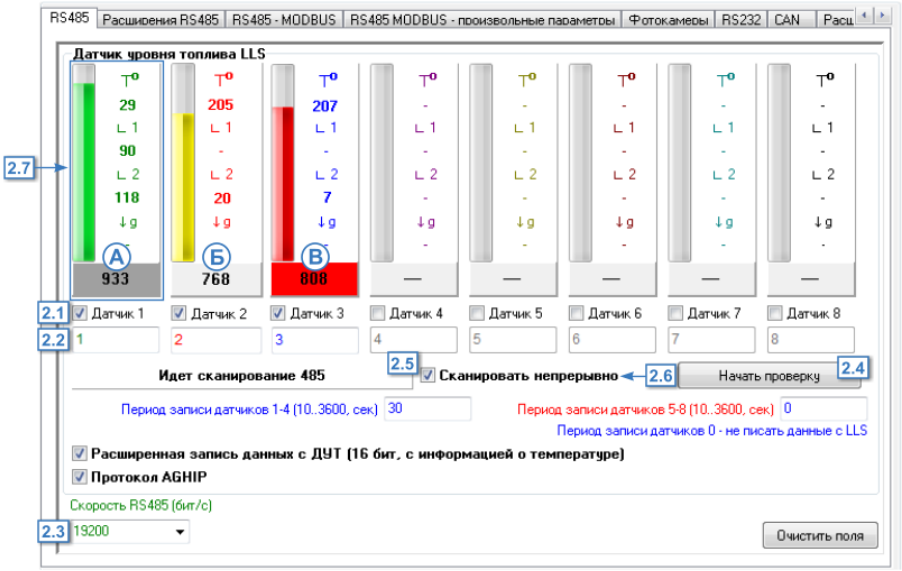

Рис.44. Диагностика датчиков уровня топлива.
- на вкладке «RS485» конфигуратора выбрать проверяемые датчики, установив галочки напротив нужных датчиков **(Рис.44, п. 2.1)**. По умолчанию в программе сетевой адрес датчика соответствует порядковому номеру датчика. Для того чтобы изменить сетевой адрес датчика в программе, необходимо задать нужный адрес в поле под опцией «Датчик 1 (2..8)» **(Рис.44, п.2.2)**.
- настроить адрес шины RS-485 **(Рис.44, п.2.3)**.
- начать проверку подключенных датчиков, нажав кнопку «Начать проверку» **(Рис.44, п.2.4)**. В ходе проверки отображается сообщение «Идет сканирование 485» **(Рис.44, п.2.5)**. По умолчанию сканирование длится 20 секунд и автоматически прерывается. Для того чтобы сканирование длилось непрерывно, нужно установить галочку напротив опции «Сканировать непрерывно» **(Рис.44, п.2.6)**.
- Состояние работы датчика отображается при помощи индикаторов и шкалы. В процессе сканирования шкала показывает уровень и температуру топлива (в °C) **(Рис.44, п.2.7)**. Если проверяются датчики TKLS и в приборе включен протокол AGHIP, то прибор считает и отобразит углы наклона продольных и поперечных осей датчика, а также величину ускорения, приложенного к датчику.